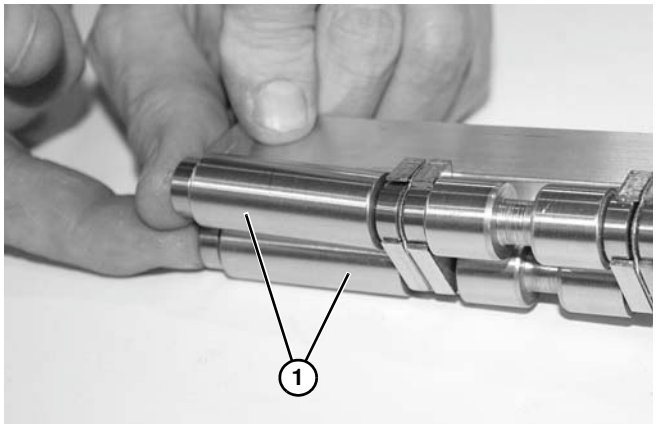

Figure 67
7. Retirer les broches **(Figure 67, élément 1)**.